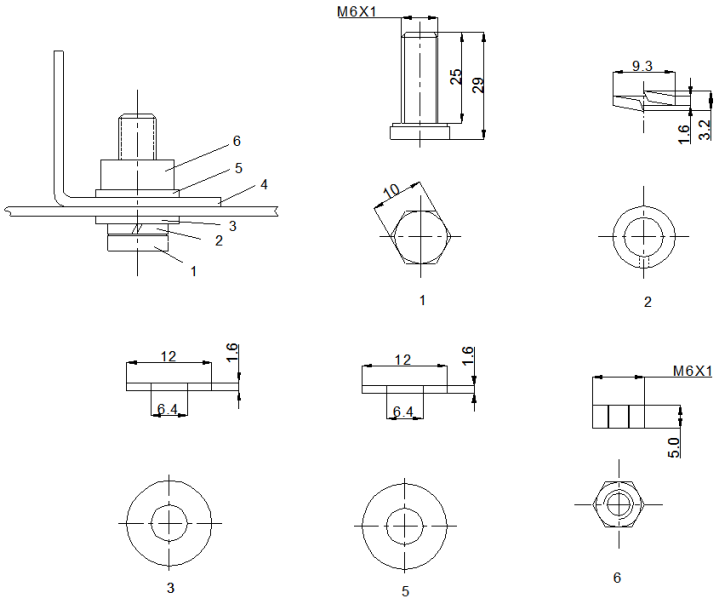

Figures 2
The modules may be fastened to a support using the bolt holes in thebottom of the frame at location “C”, as shown in Figure 1 (back view of the module) 、Figure 2 (mounting detail) and Figure 3 (parts detail). Themodules have 4 mounting holes to be installed with four (4) M6 bolts..
组件可以通过边框C面预留的安装孔固定在支架上，如图1（组件背面视图）、图2（安装细节）、图3（配件细节）。组件有四个安装孔，用4个M6螺栓安装。